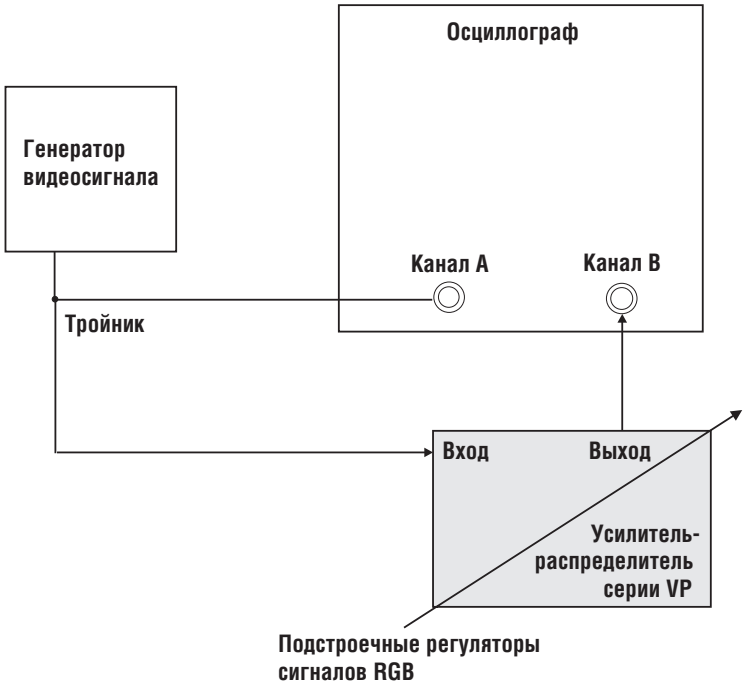

Рис. 6. Подстройка сигналов RGB
1) Подключите осциллограф к выходу усилителя и к генератору видеосигнала, как показано на рис. 6.